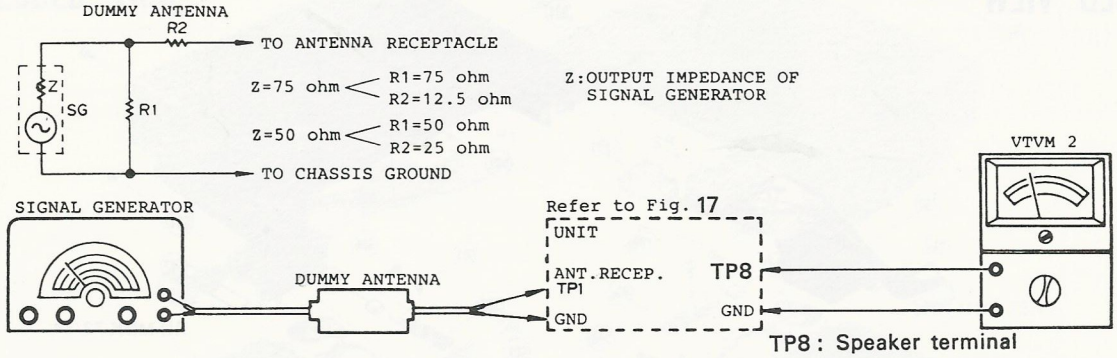

Fig. 20 (EOT-009)
(1) Connections Refer to Fig. 20
(2) Alignment